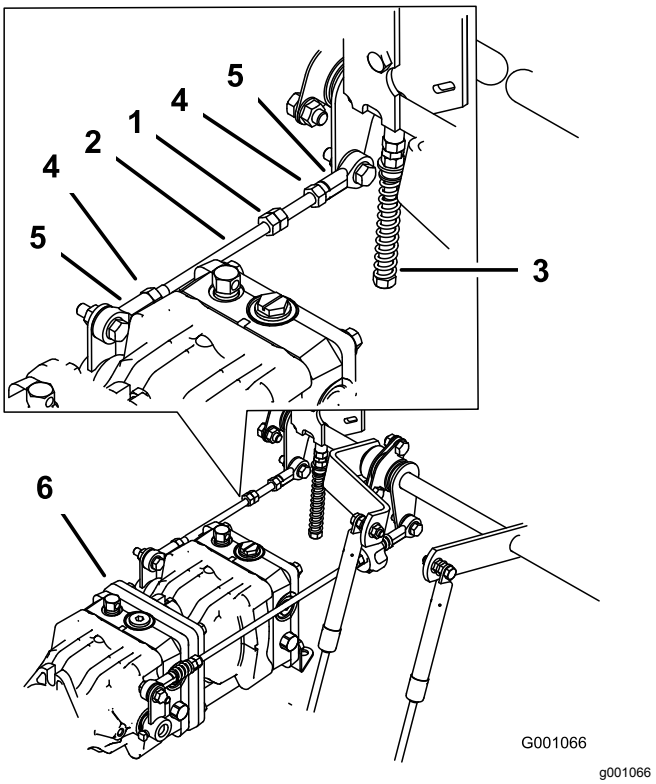

Figur 82
1. Løsne låsekontrollen ved kuleleddet på pumpens kontrollstang (Figur 82).
3. Juster lengden på pumpestangen ved å dreie dobbelmutrene på stangen i korrekt retning inntil hjulet ikke beveger seg eller kryper noe i revers (Figur 82).
6. Stram til låsemutrene ved kuleleddene (Figur 82).